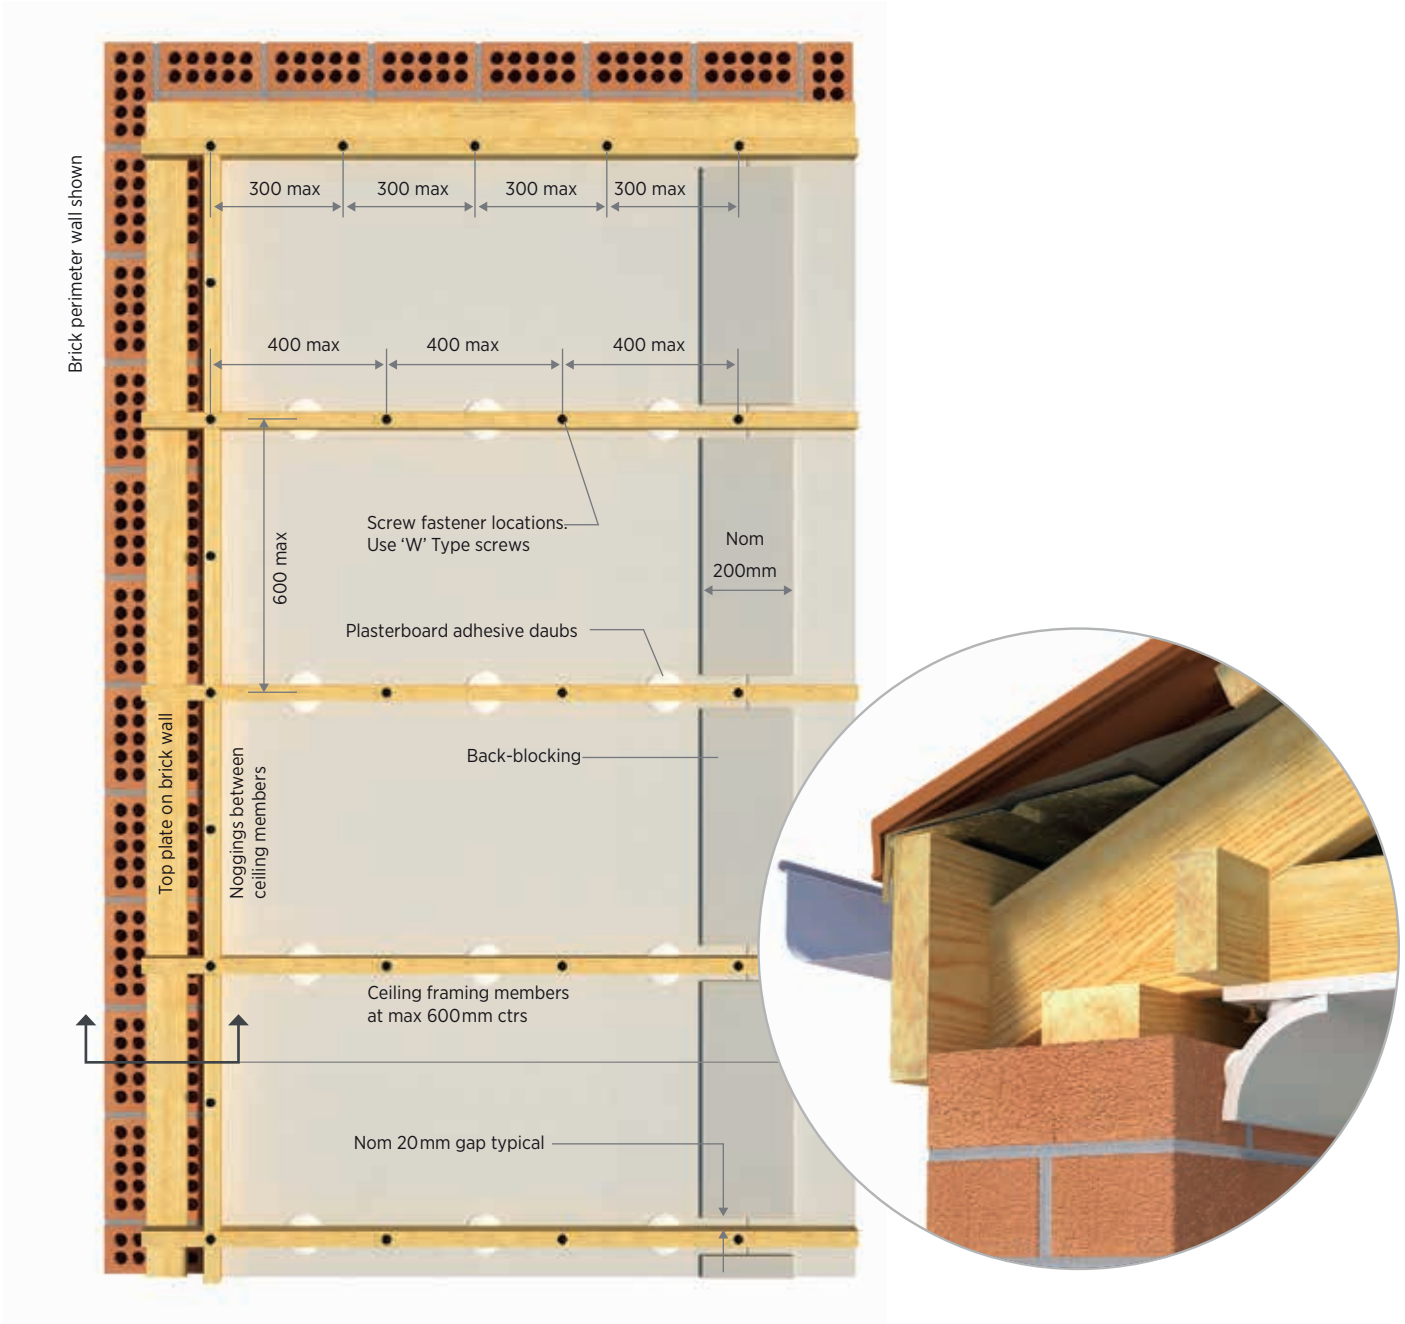

Figure 26: **Garage ceiling fixing layout** (1200mm wide plasterboard sheets shown)
- Fasten along the perimeter lines @ 300mm max centres as illustrated in Figure 26.